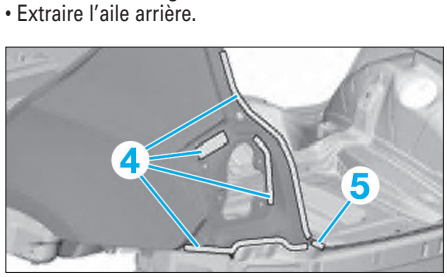

FIG. 26
• Dépointer la zone (4) puis, éliminer la brasure dans la zone (5) **(Fig.26)**.